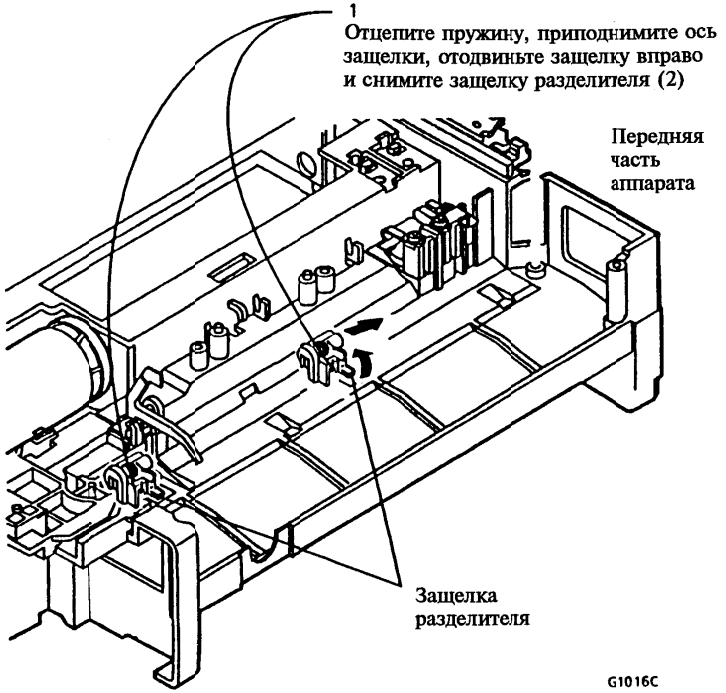

Рисунок 1. Снятие защелки разделителя
2. (Рисунок 1): Снимите защелку разделителя.